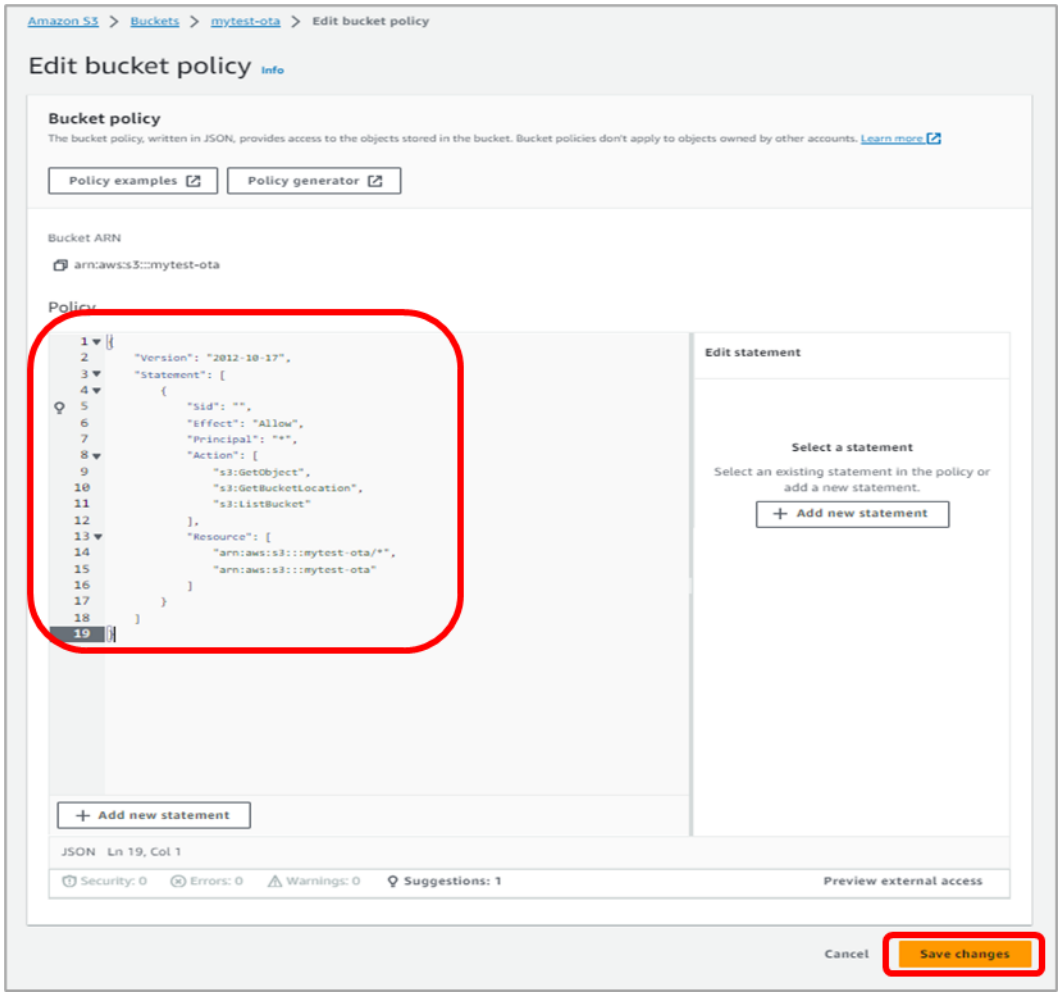

Figure 88. Bucket policy editor
9. The bucket policy must be added as shown in Figure 88 and Table 5.